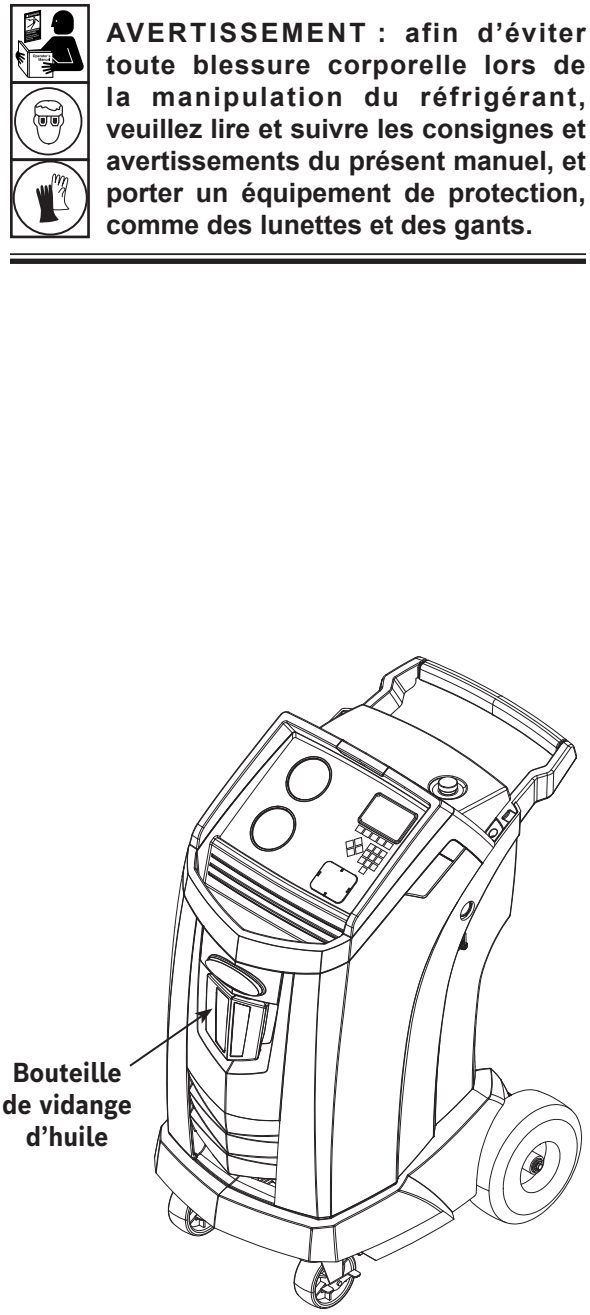

Figure 4
3. Enlevez la bouteille de vidange d’huile de la machine Robinair (voir Figure 4). Videz la bouteille d’huile et éliminez l’huile conformément aux réglementations applicables. Réinstallez la bouteille de vidange d’huile sur la machine.